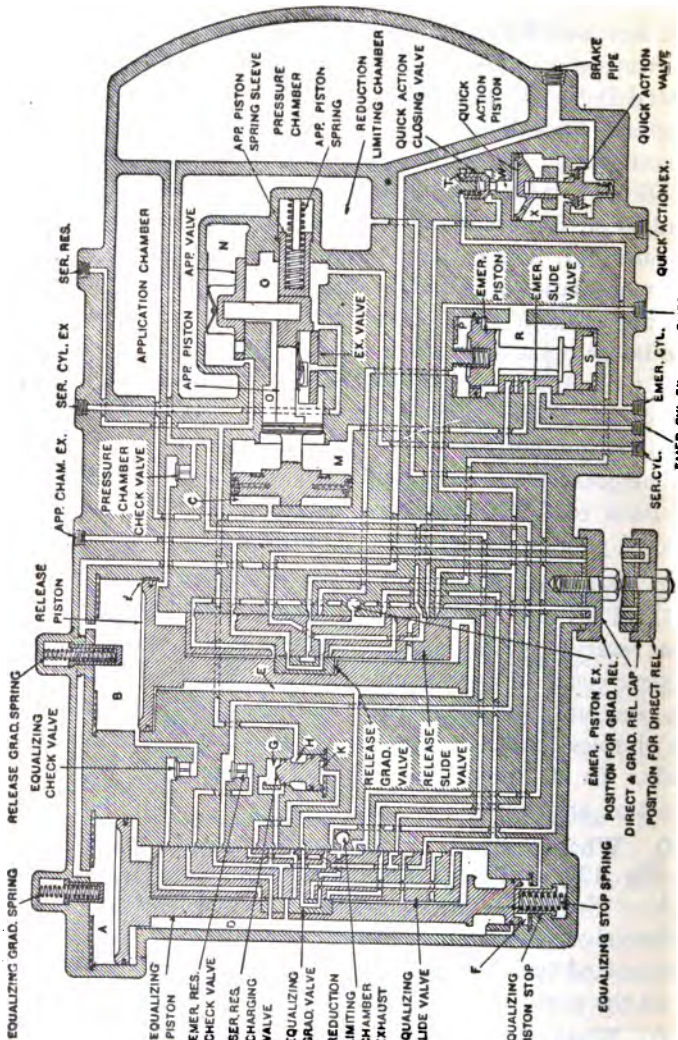

FIG. 130. NORMAL POSITION.
Q. What do Figs. 130 to 144 represent?
A. They are diagrams of the control valve and compartment reservoir with the movable parts in different positions as they occur in operation. The actual form of the parts has been entirely disregarded, and the ports are shown in the simplest manner possible to indicate the connections made. In all except Fig. 130, only those ports which are in action are shown.
Q. What position of the control valve is illustrated in Fig. 130, and when does it occur?